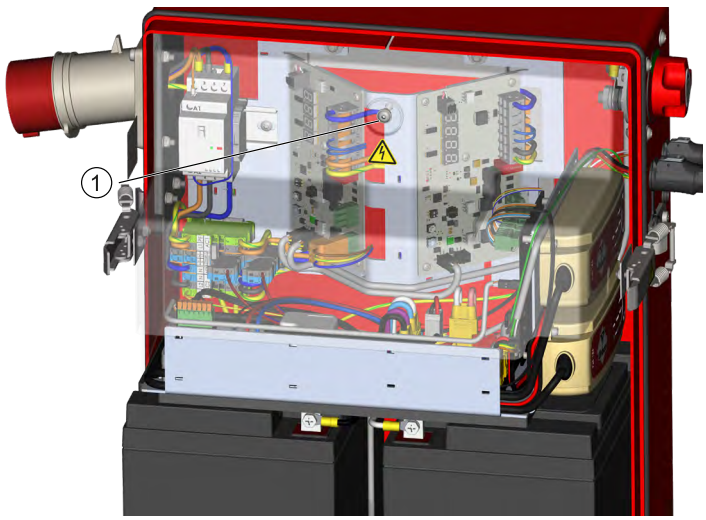

Рисунок 26: Защита от прикосновения
2. Ослабьте винт с внутренним шестигранником на защите от прикосновения (см. Рисунок 26 «Защита от прикосновения», страница 76).